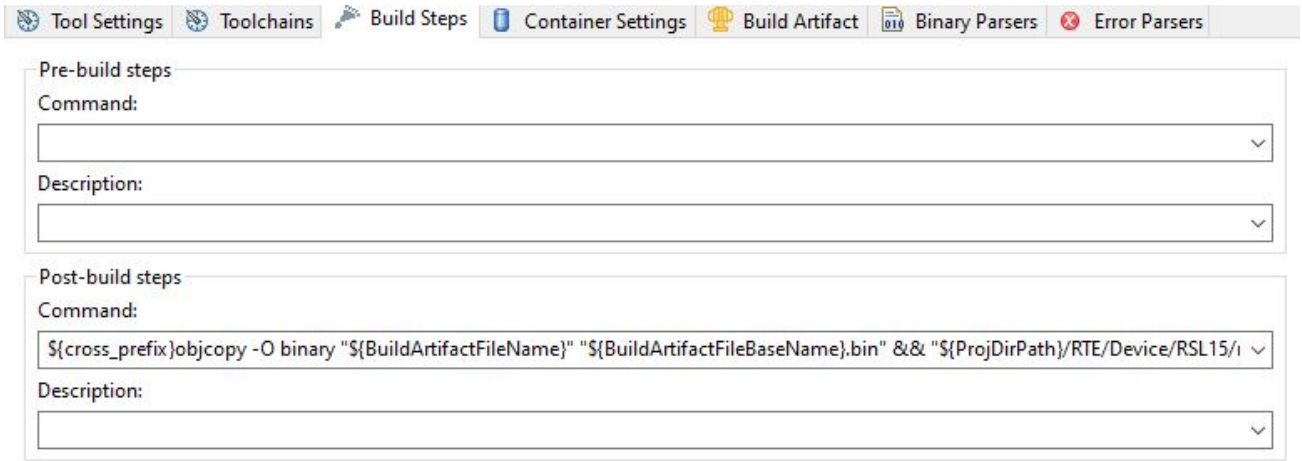

Figure 18. Post-Build Steps
7. Modify the project post-build steps (see the "Post-Build Steps" figure (Figure 18)) to generate the FOTA image in both Debug and Release build configurations, by going to **Project** > **Properties** > **C/C++ Build** > **Settings** > **Build Steps** > **Post-build steps**. Two steps are required to generate the *.fota* image. First, we need to generate the application sub-image *.bin* file using *objcopy*. Then, we use the *mkfotaimg.exe* tool to generate the FOTA image (*.fota* file). Both commands can be concatenated with `&&` and added to the post-build steps as in the